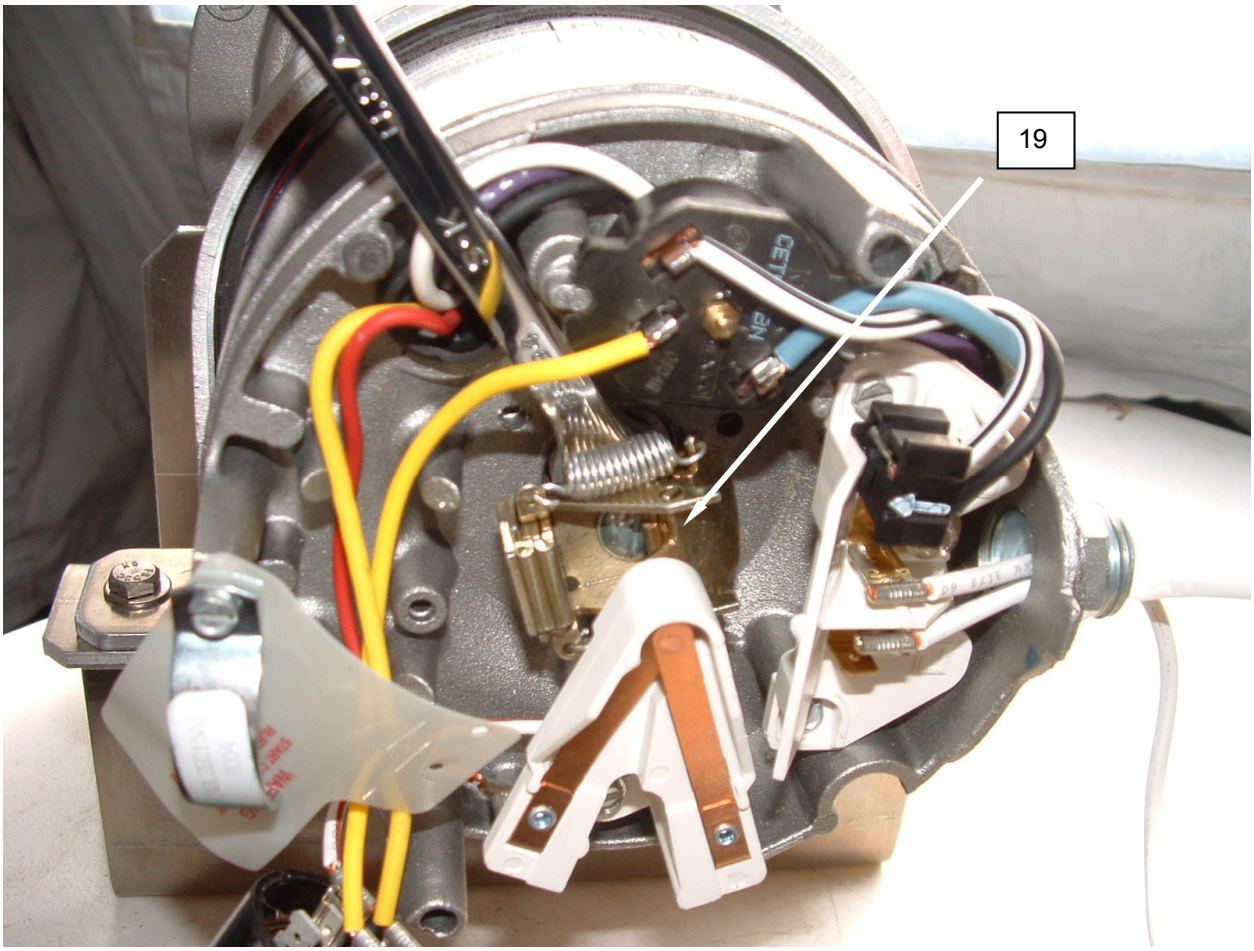

Figure 5. Replace the Pump Seal.
10. Place a wrench on the flats of the shaft **(Figure 5, Item 19)**.